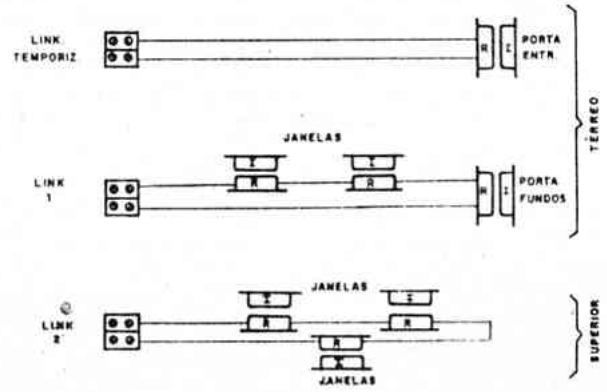

Fig. 8
A existência de 3 **links** independentes na MACARE não é um exagero, mas reforça a praticidade da instalação e utilização, conforme exemplo na fig. 8. Ao **link temporizado** (LT), normalmente apenas um ou dois sensores são acoplados, responsáveis pela porta de entrada principal do imóvel (e por onde, naturalmente, também **saem** as pessoas, sempre que deixam o local...). Aos **links 1 e 2** podem ser acoplados, de forma independente, os elos sensores referentes às demais portas e janelas do andar tér-